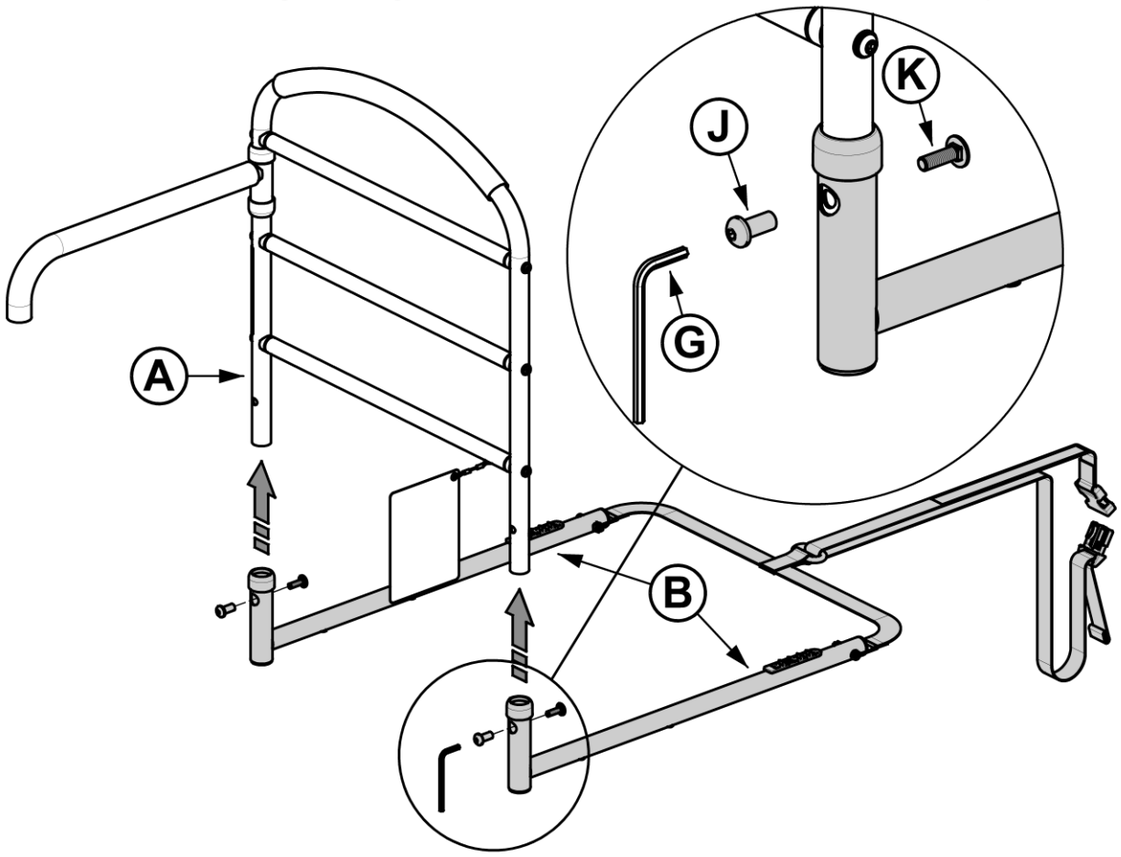

FIGURE 3
3. Fit Base **B** over post on Bed Rail **A** and align holes. Fully insert Bolt **K** into the square hole, then insert Bolt **J** from the other side and tighten using Tool **G** to secure Base **B**, as shown in *FIGURE 3*. Repeat for other side.